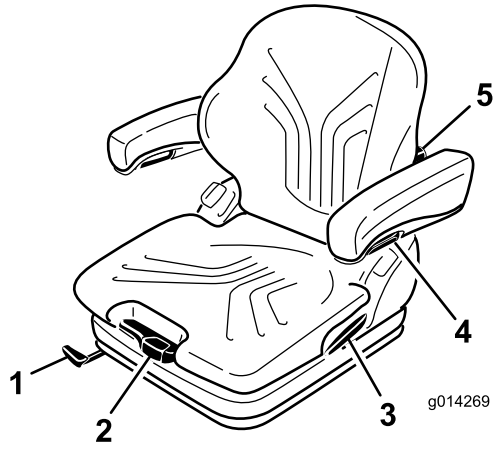

Figuur 11
De stoel wordt aangepast aan het gewicht van de bestuurder door middel van de gewichtinstellingshendel (Figuur 11).
1. Om de bestuurdersstoel in te stellen, moet u de hendel omhoogtillen. Zo ontgrendelt u de stoel (Figuur 11).
Door de instelknop naar boven te draaien, kunt u de welving in het bovenste gedeelte van het kussen van de rugsteun aanpassen. Door de instelknop naar beneden te draaien, kunt u de welving in het onderste gedeelte van het kussen van de rugsteun aanpassen (Figuur 11).
Om de hoogte van de armsteunen in te stellen, neemt u het ronde dopje (Figuur 11) uit de overtrek. Draai de zeskantmoer (13 mm) erachter los, stel de armsteunen in op de gewenste positie en draai de moer vast. Plaats het dopje terug op de moer.
Draai de instelknop om de hoek van de armsteunen aan te passen (Figuur 11).
Trek de vergrendeling omhoog zodat de pal van de rugleuning vrij komt (Figuur 11). Oefen geen druk uit op de rugleuning terwijl u de pal van de rugleuning losmaakt.